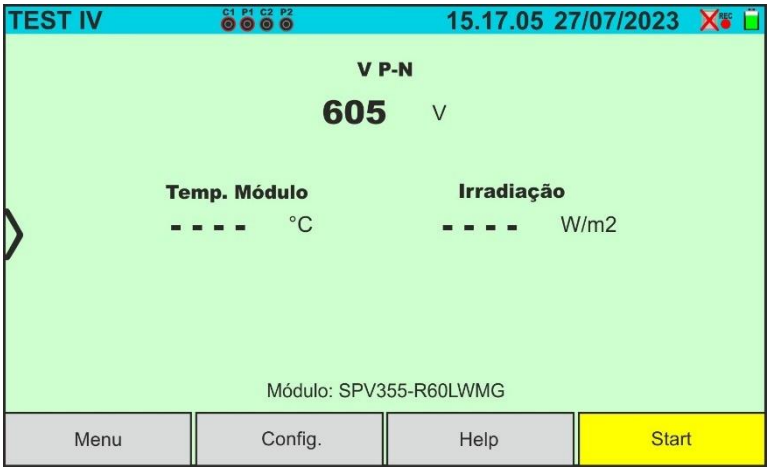

Fig. 51: Ecrã da curva I-V com SOLAR03 em registo síncrona em módulos Monofaciais
10. No caso dos módulos **Monofaciais**, o ecrã da Fig. 51 é apresentado no visor. São apresentados os seguintes parâmetros: